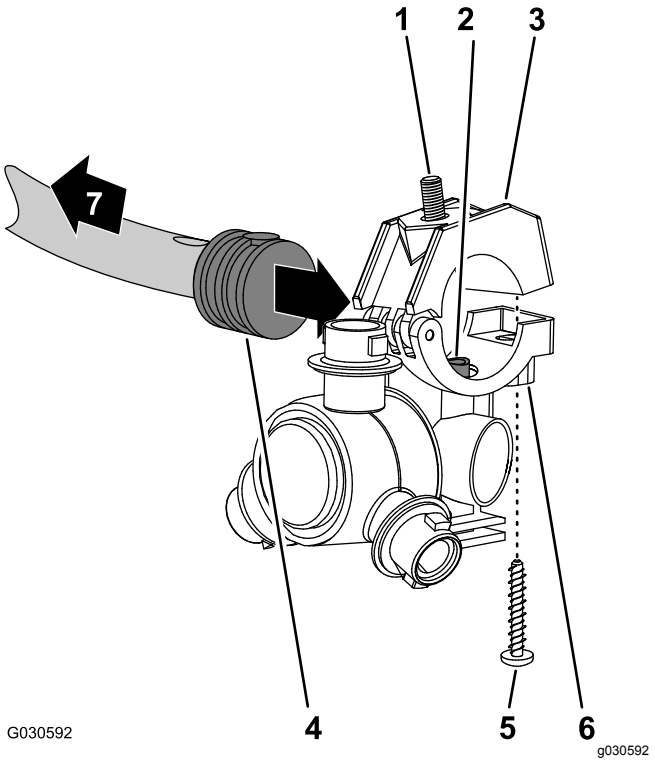
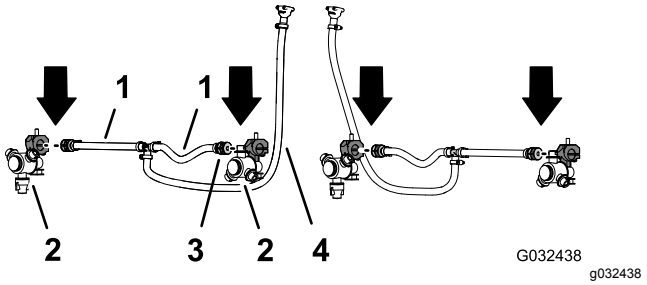

Figur 55
Figur 56
2. Under arbejdet med de to sprøjtedyser fra GeoLink-finishingsættet til sprøjtesystem afmonteres den rustfri stålskrue, der fastgør den øverste klemmehalvdel til sadlen (Figur 55).
3. Find hullet i siden af det enkelte modhageslangeskaft for enden af slangen (25 cm) til slangeenheden (sprøjteventil 5 eller 6) ved midtersprøjtesektionen (Figur 55 og Figur 56).
4. Juster overførselsrøret i sadlen til en sprøjtedyse (Figur 55), så det passer med hullet i siden af enkelt modhage-slangeskaftet (1/2 tomme).
5. Luk den øvre klemmehalvdel omkring modhage-slangeskaftet, og fastgør klemmehalvdelen og sprøjtedyseenheden (Figur 55) med den rustfrie stålskrue (nr. 12 x 1-1/4 tomme); tilspænd den rustfrie stålskrue til et moment på 14 til 18 N·m.
6. Med sprøjtedysen, sekskantbolten og den rustfri stålskrue, som du afmonterede i trin 1 og 2 i Afmontering af sprøjtedyserne (side 22), gentages trin 3 til 5 på enkelt modhager-slangeskaftet (Figur 55 og Figur 56) ved enden af den anden slange 25 cm.
7. Med de 2 sprøjtedyser, som du afmonterede i trin 4 i Afmontering af sprøjtedyserne (side 22), gentages trin 3 til 5 for de enkelte modhageslangeskafter til den anden slangeenhed (sprøjteventil 5 eller 6) for midtersprøjtesektionen (Figur 55 og Figur 56).